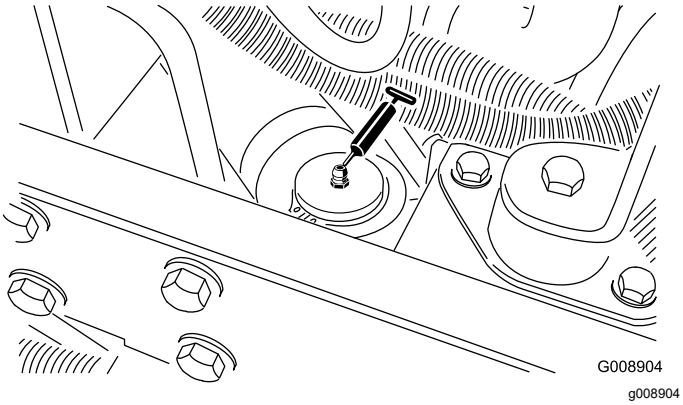

Figur 55
- Akselstyresylinder (Figur 55).